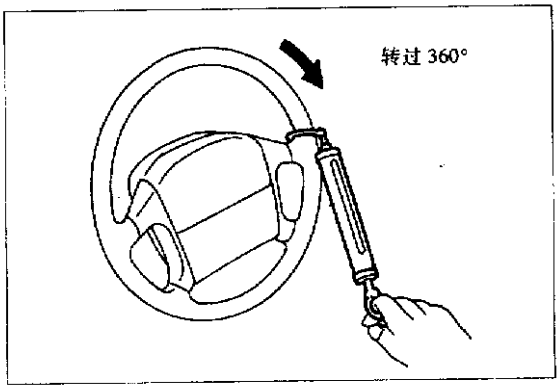

图9-1-7
①将汽车停在水平干燥的地面,拉住手刹车。轮胎气压正常。
②启动发动机。
③液压油应达到60~80℃。
④从方向盘中性位置转过360°以后,如图9-1-7所示测试转动力,应小于或等于39N。